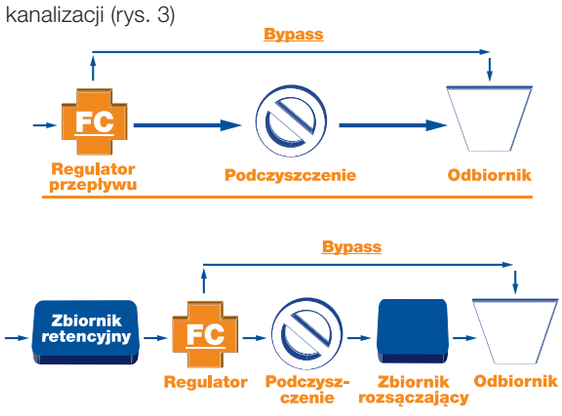

Rys. 3.
- ograniczenie przepływu przez filtr / separator lub obejście kanalizacji (rys. 3)